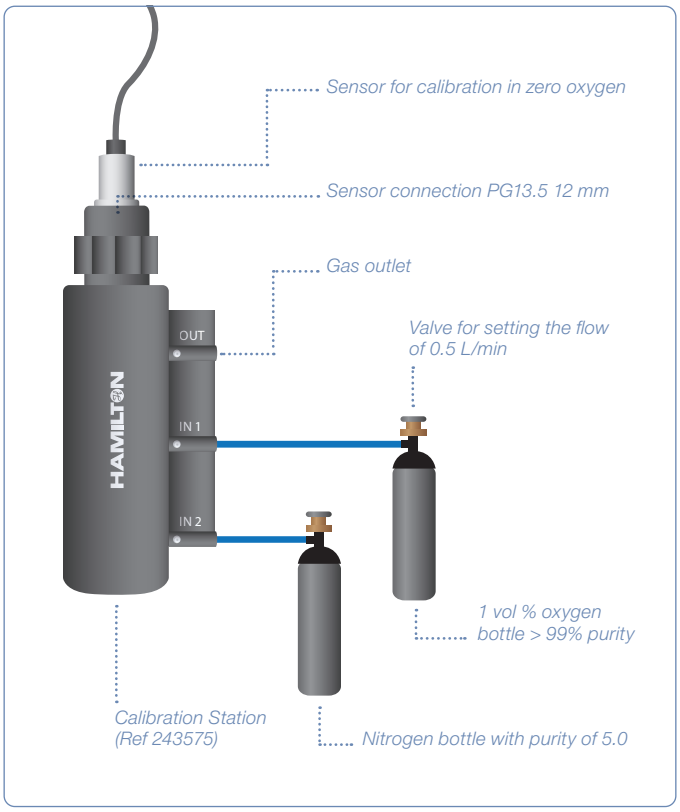

Figure 14: Zero point calibration setup
1) Install the sensor into the calibration station and connected the Nitrogen calibration gas (Figure 14)